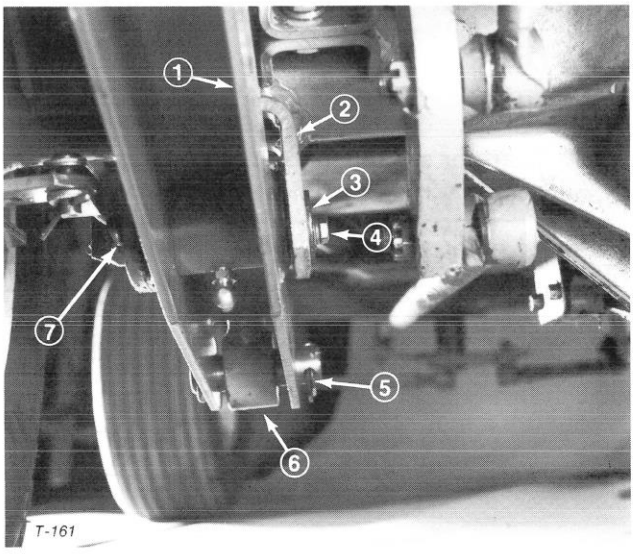

Figure 4
4. Slide frame under traction unit, align frame holes with axle bracket holes, insert pivot pins and secure with capscrews, flatwashers, lockwashers and cotter pins (supplied with traction unit)(Fig. 4).
5. Align frame holes with cylinder rod hole, insert pin and secure with cotter pin (Fig. 4).